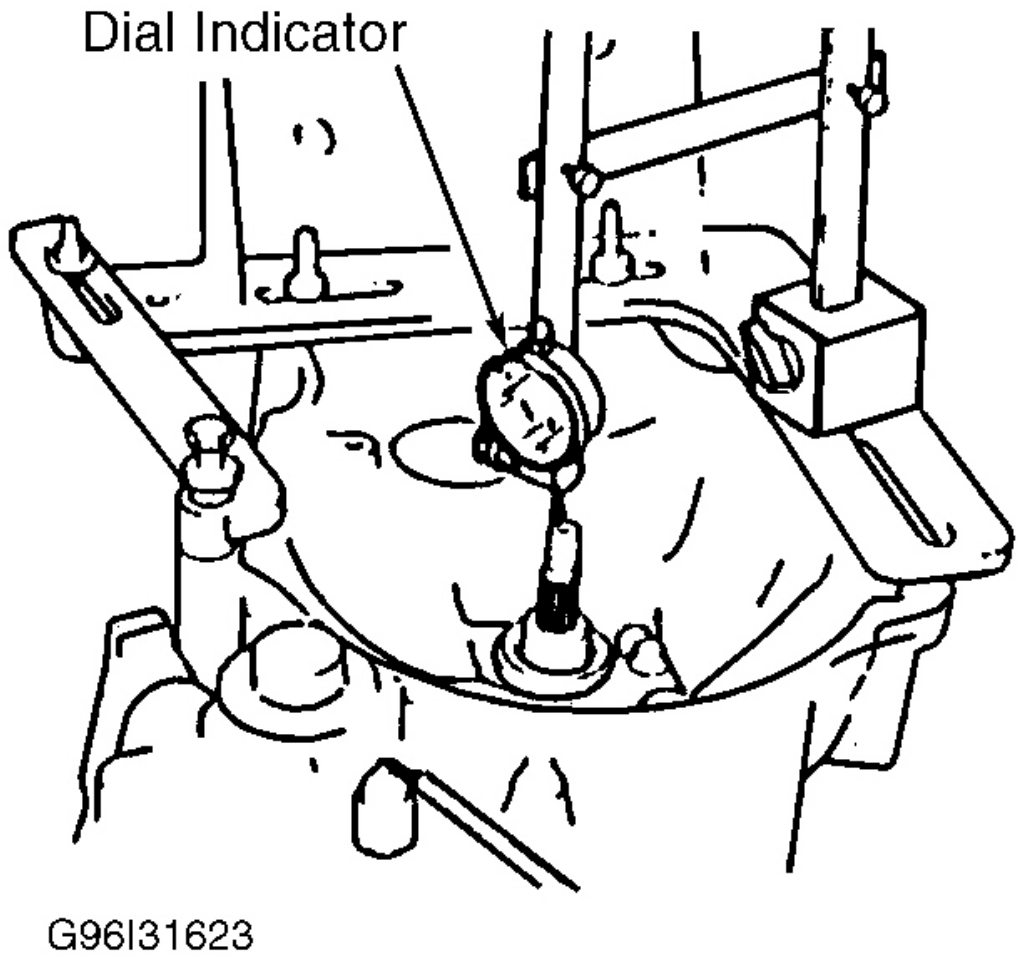

Fig. 10: Measuring Primary Shaft Thrust Clearance (F25M-R)
Press off 4th gear with bearing. Remove retaining ring. Shift clutch hub sleeve to 1st gear. Press off 3rd and 2nd gears. Remove retaining ring. Press off 1st gear with 1-2 clutch hub assembly. Press off bearing on differential drive gear end of shaft. See **Fig. 9** or **Fig. 10** .
2. Mount dial indicator to clutch housing and place plunger on end of primary shaft. See **Fig. 10** . Zero